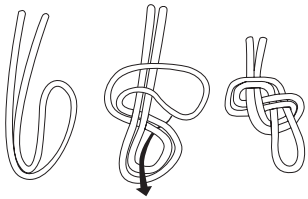

Rysunek 4
2. Gdy pierwsza osoba osiągnie ziemię i zostanie odczepiona od urządzenia, następna osoba może się zaczepić na lince asekuracyjnej (która następnie staje się liną ratunkową) za pomocą karabińczyka na końcu (lub wiążąc węzeł „ósemkę", patrz rys. 4, jeśli długość sprzętu nie jest uzależniona od miejsca w zależności od długości liny i wysokości opuszczania).